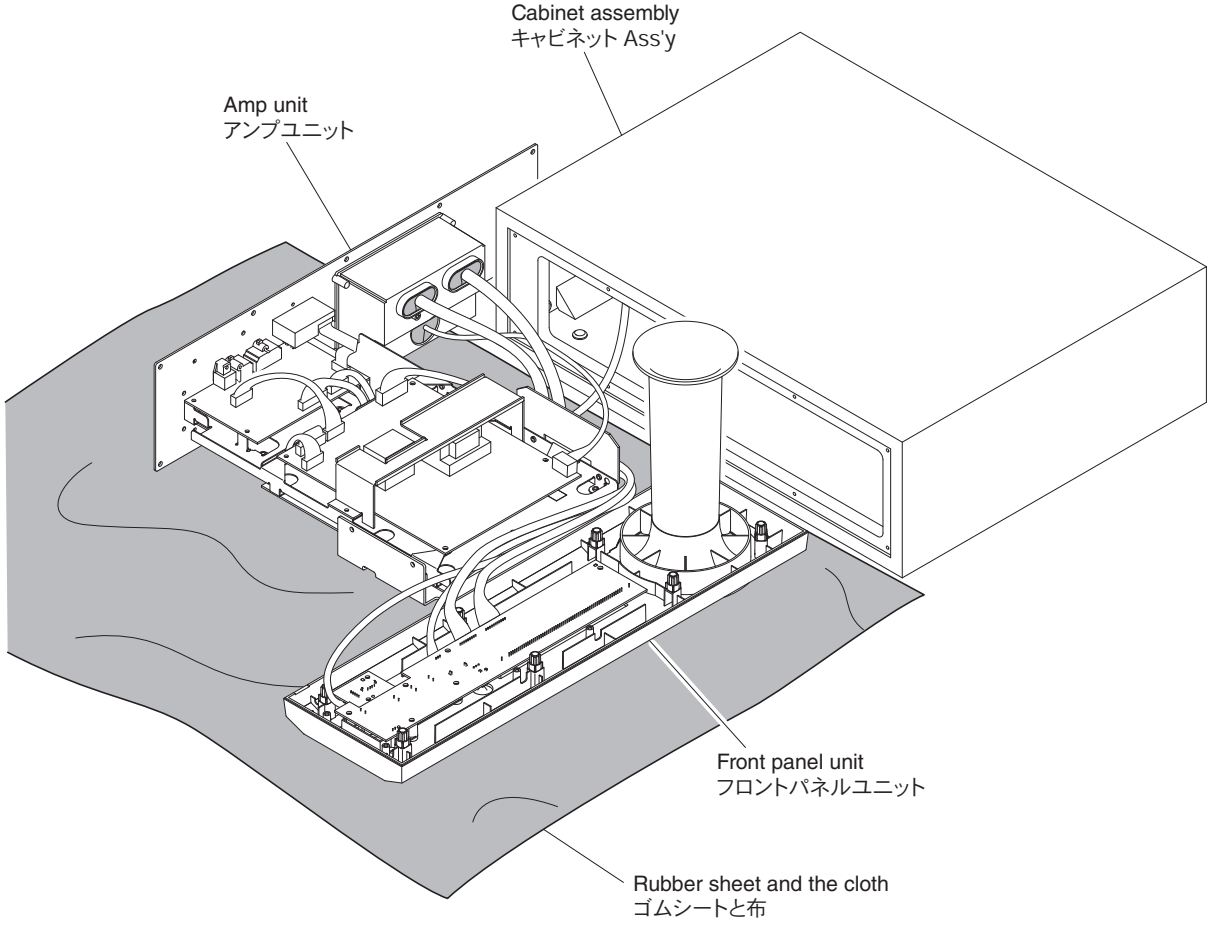

Fig. 5
- Spread the rubber sheet and the cloth. Then place the amp unit on the cloth and check it. (Fig. 5)
- ゴムシートと布を敷き、その上にアンプユニットを置いてチェックします。(Fig. 5)